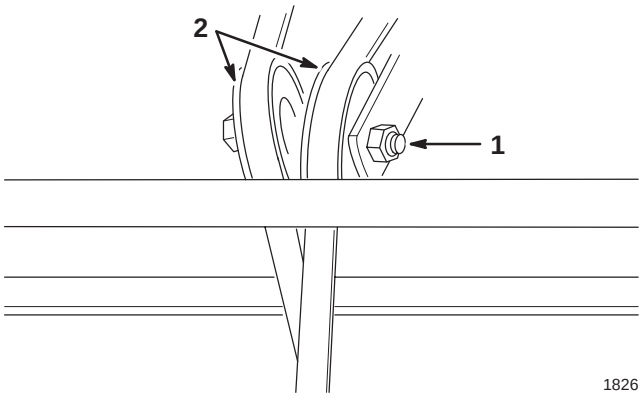

Bild 25
2. Lockern Sie die Mutter und schieben die Riemenscheibe so weit, dass sich die korrekte Spannung ergibt (Bild 25).
4. Schneiden Sie den alten Riemen durch und entfernen ihn (Bild 25).
5. Lösen Sie die zwei Sechskantmuttern auf der Riemenspannscheibe (Bild 25).